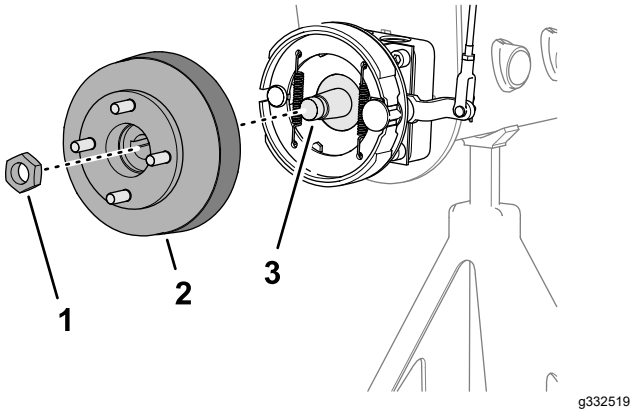
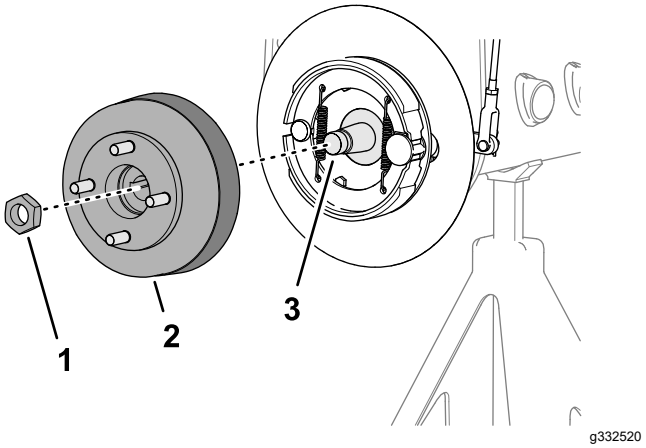

Figur 75
Figur 76
1. Ta bort låsmuttern som fäster navet på hjulmotoraxeln (Figur 75 eller Figur 76).
4. Använd den angivna hjulnavsavdragaren för att ta bort hjulnavet och bromstrumman från hjulmotoraxeln (Figur 75 eller Figur 76).